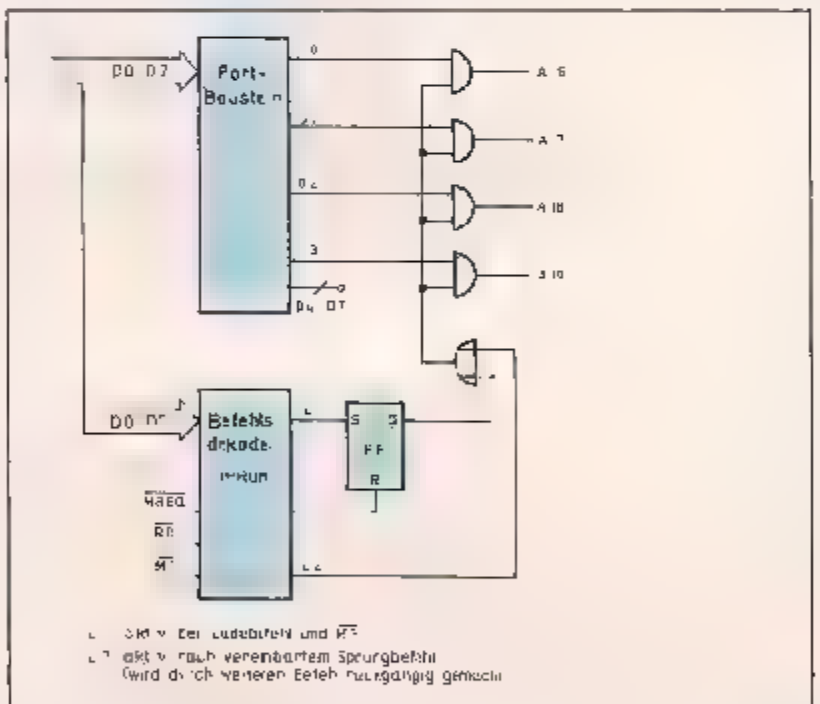

Bild 8. Bankumschaltung mit 'reservierten' Prozessorbefehlen
Bild 8 zeigt die erforderliche Logikschaltung. Wenn während eines Opcode-Fetch (M1 Zyklus) einer der beiden Befehle auftritt, wird ein Flip-Flop (FF) gesetzt, das die Banking-Adressen am Ausgangsport aktiviert. Sind diese nicht gerade zu null gesetzt, wird nach dem M1 Zyklus bei
Um Programme in anderen Bereichen ablaufen zu lassen, muß die Bankadresse dauerhaft anliegen, also nicht nur für einen Befehl. Das kann mit anderen Ein Byte-Befehlen erreicht werden. Diese sollten aber möglichst Sprungbefehle sein, weil man damit dann ein laufendes Programm an beliebiger (allerdings sinnvoller) Stelle in der neuen Bank fortsetzen kann. Hier bieten sich beim Z80 JP(HL) oder bedingte RETurn-Befehle an. In Bild 8 wird davon ausgegangen, daß zum Umschalten und zum Zurückschalten auf Bank 0 (L2 inaktiv) verschiedene Befehle verwendet werden. Zumindest der Befehl zum Zurückschalten sollte nicht anderweitig im auszuführenden Programm auftreten, weshalb sich bedingte RETurns, beispielsweise auf Parity oder Vorzeichen, besonders eignen. Da allerdings die meisten Betriebssysteme aus einer Zeit stammen, als man um jedes Byte Speicherraum rang, steht zu befürchten, daß man dann schon derartige Befehle findet. JP (HL) bietet sich für CP/M daher eher an, da dieser Befehl im 8080-Befehlssatz, auf den sich die meisten CP/Ms beschränken, nicht enthalten ist.